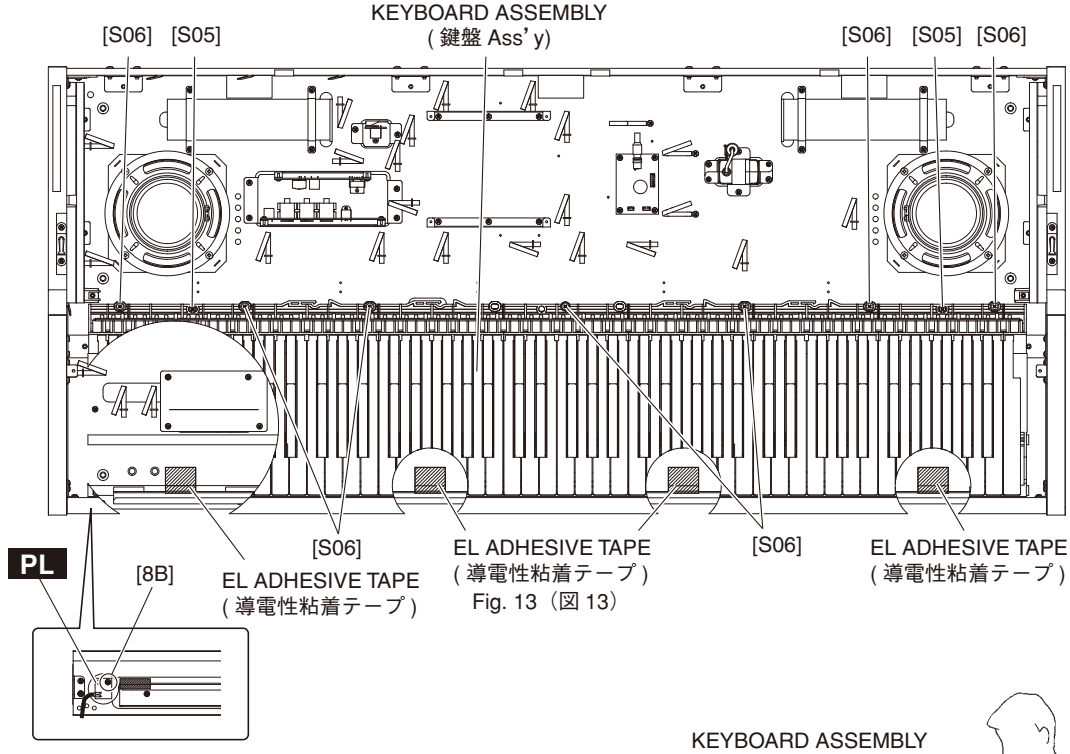

Fig. 13（図 13）
15-5. Remove the two (2) screws marked [S05] and the seven (7) screws marked [S06]. (Fig. 13)
15-5. [S05] のネジ 2 本、[S06] のネジ 7 本を外します。(図 13)
17-5. Remove the screw marked [8B]. The PL circuit board can then be removed. (Fig. 13)
17-5. [8B] のネジ 1 本を外し、PL シートを外します。(図 13)
20-5. Remove the four pieces of EL adhesive tape, the seven (7) screws marked [S09C], the two (2) screws marked [S04A] and the two (2) screws marked [S04C]. The front rail assembly can then be removed. (Fig. 13, 16, 20)
20-5. 導電性粘着テープ 4 枚、[S09C] のネジ 7 本、[S04A] のネジ 2 本、[S04C] のネジ 2 本を外し、口棒 Ass'y を外します。(図 13、16、20)